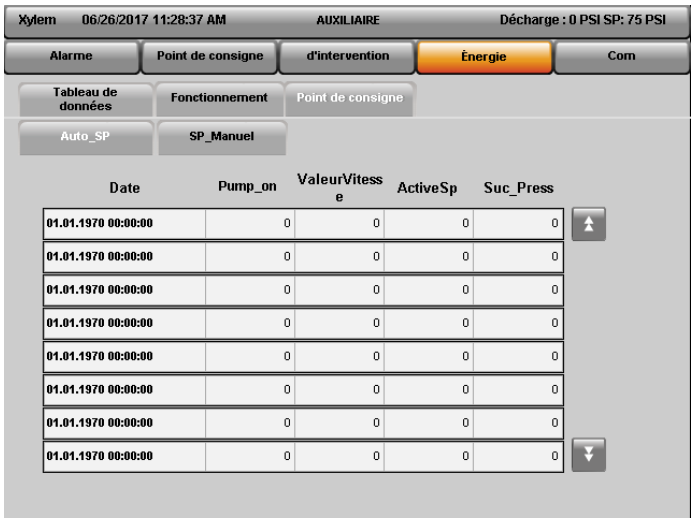

Figure 5.6.6 – Point de consigne automatique
- **Point de consigne automatique** : la page de consignation des points de consigne automatiques est illustrée à la Figure 5.6.6. Un point de consigne changé par le biais de la fonction de compensation du débit est consigné sur cette page avec la date/l'heure système, le nombre de pompes en marche, la vitesse et la pression d'aspiration.